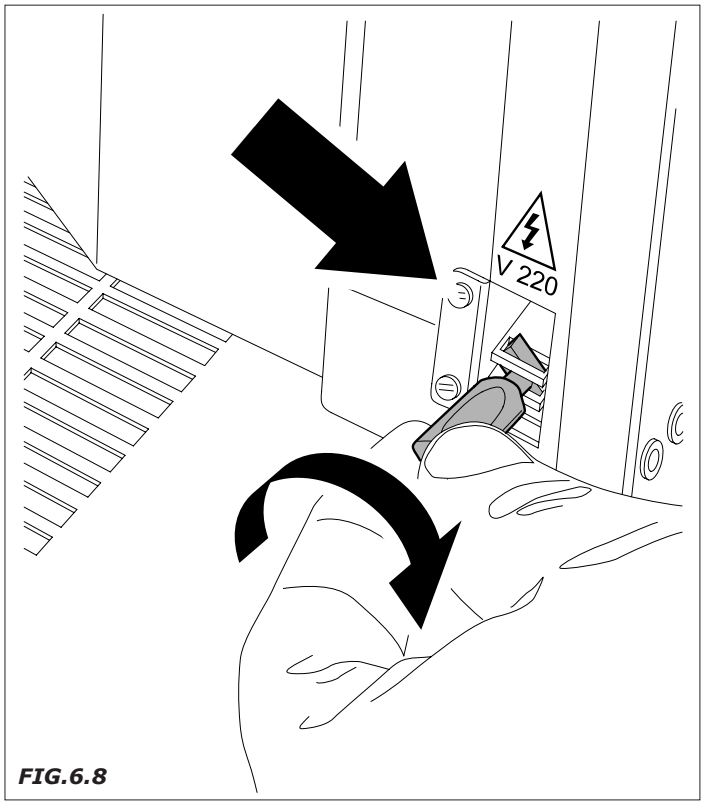

FIG.6.8
- insertar la llave de contacto de plástico que se ha proporcionado de serie con el expendedor en el interruptor de la puerta y hacerla girar 90º (*Fig.6.8)*.